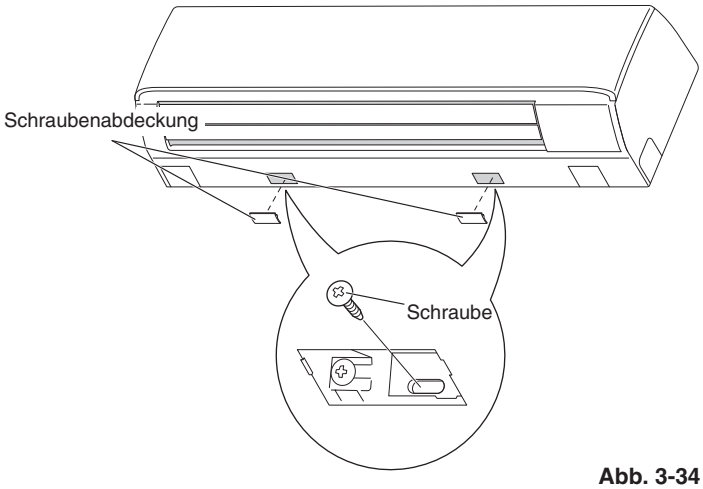

Abb. 3-34
(1) Die Schraubenabdeckung an der Unterfläche entfernen. (Abb. 3-34)
(2) Den Rahmen mit den zwei mitgelieferten Schneidschrauben 4 × 10 mm an der Rückwand befestigen. (Abb. 3-34)